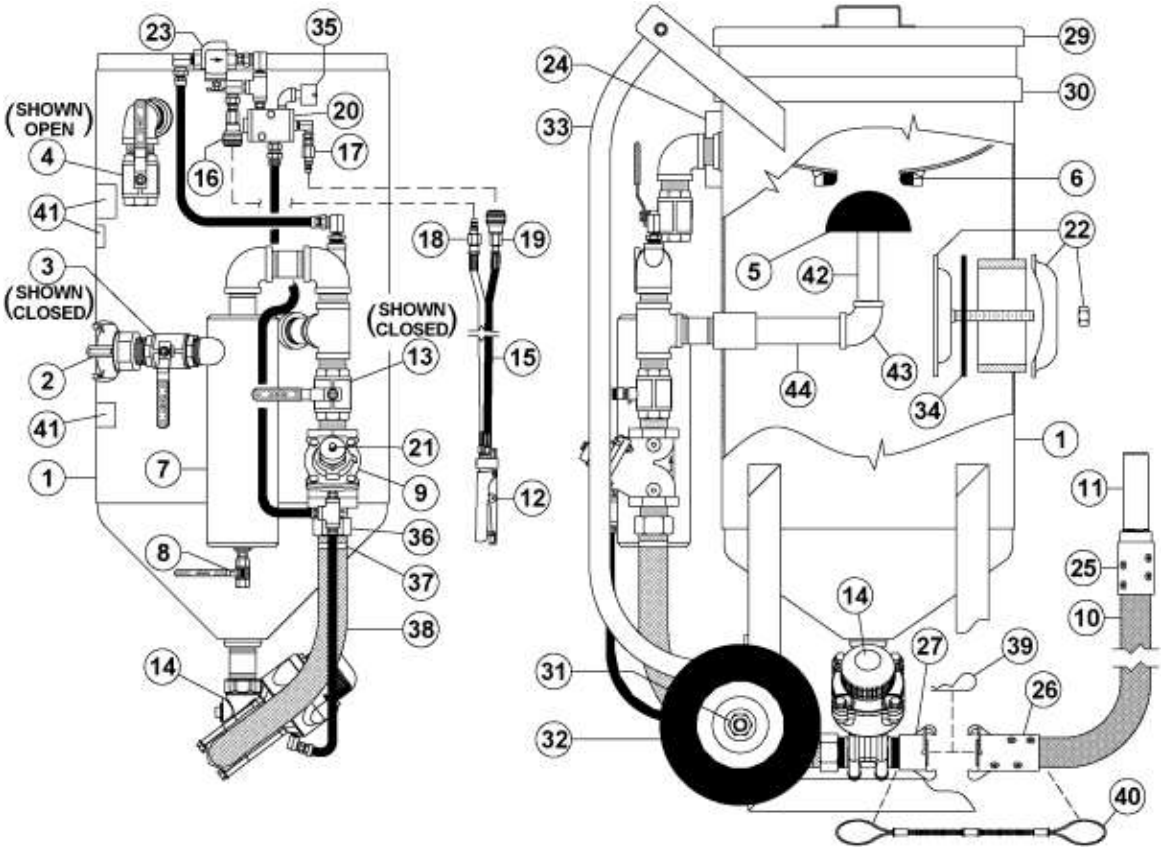

Figure 6.2 – Thompson Valve Abrasive Blaster with pneumatic blast controls
6.1 Abrasive Blaster Setup Procedure (see Figure 6.2 and 6.3)
6.2.1. Close the air inlet ball valve (#3). The ball valve is closed when the handle is fully turned to the position shown in Figure 6.2 (handle perpendicular to body). The handle tab will bottom against the ball valve body in the closed position.